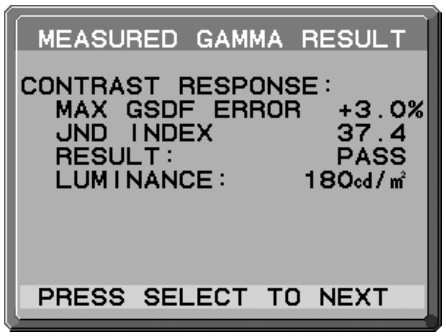

Рисунок D.2
4. Появится сообщение GAMMA MEASURED RESULT (РЕЗУЛЬТАТ ИЗМЕРЕНИЯ ГАММЫ) **(Рисунок D.2)**. С помощью клавиш можно параметры DATE (ДАТА) и TIME (ВРЕМЯ). Затем нажмите кнопку SELECT (ВЫБОР).